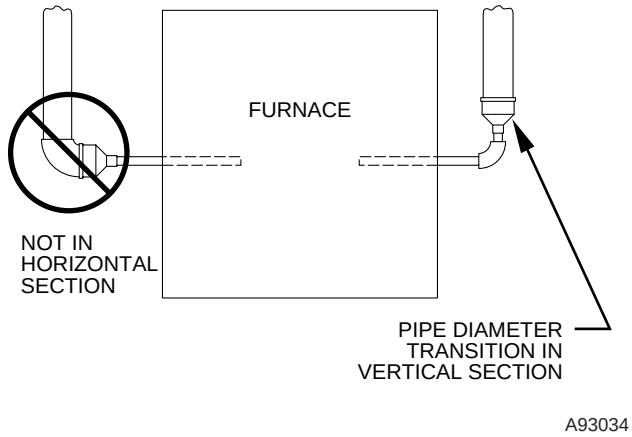

**Fig. 32—Combustion-Air and Vent Pipe Diameter Transition Location and Elbow Configuration**
**NOTE:** Furnace combustion-air and vent pipe connections are sized for 2-in. pipe. Any pipe size change should be made outside furnace casing in vertical pipe. (See Fig. 32.) This allows proper drainage of vent condensate.